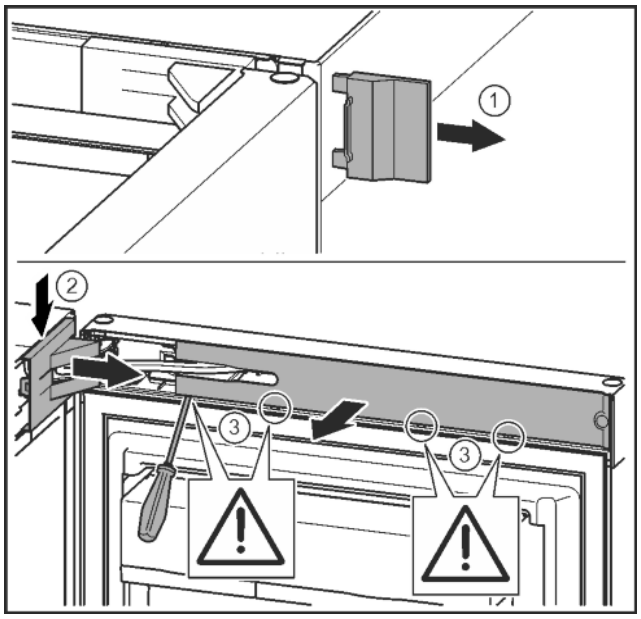

*Fig. 9*
▶ Remove the outer cover. *Fig. 9 (1)*
▶ Disengage and release the bearing bracket cover. Remove the bearing bracket cover. *Fig. 9 (2)*
▶ Unlatch the panel with a slotted screwdriver and swivel it to one side. *Fig. 9 (3)*